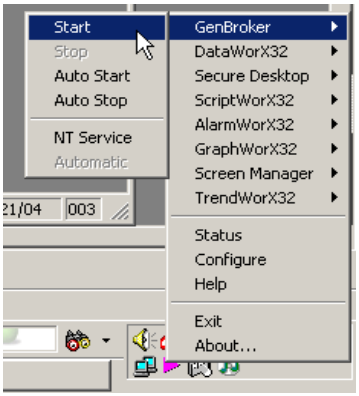

Figure L8.15: Starting GenBroker from GenTray
3. To start GenBroker from GenTray, click on the icon and select **GenBroker → Start**, as shown in **Figure L8.15.**